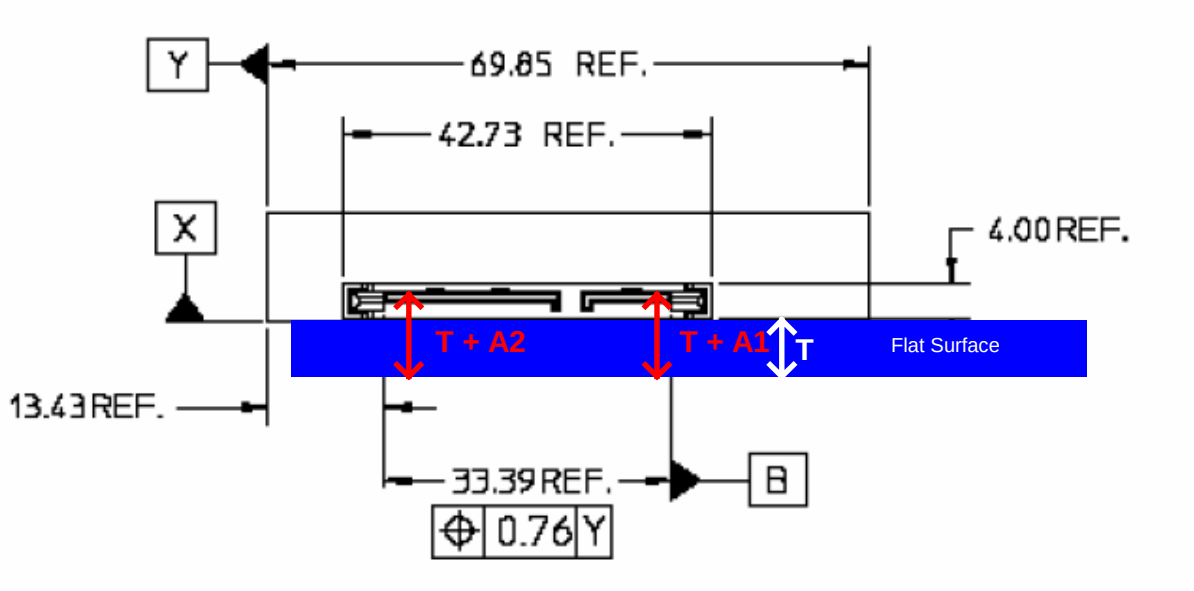

Figure 18
1. Place the drive on a flat surface, with the back surface of the drive (i.e. the "end of the device factor") lined up with the edge of the flat surface, see Figure 18.
3. At the rightmost part of the plug (see Figure 18), measure the distance from the top of the tongue of the SATA plug to the bottom of the flat surface. Record this value as *T+A1*.
4. At the leftmost part of the plug (see Figure 18), measure the distance from the top of the tongue of the SATA plug to the bottom of the flat surface. Record this value as *T+A2*.